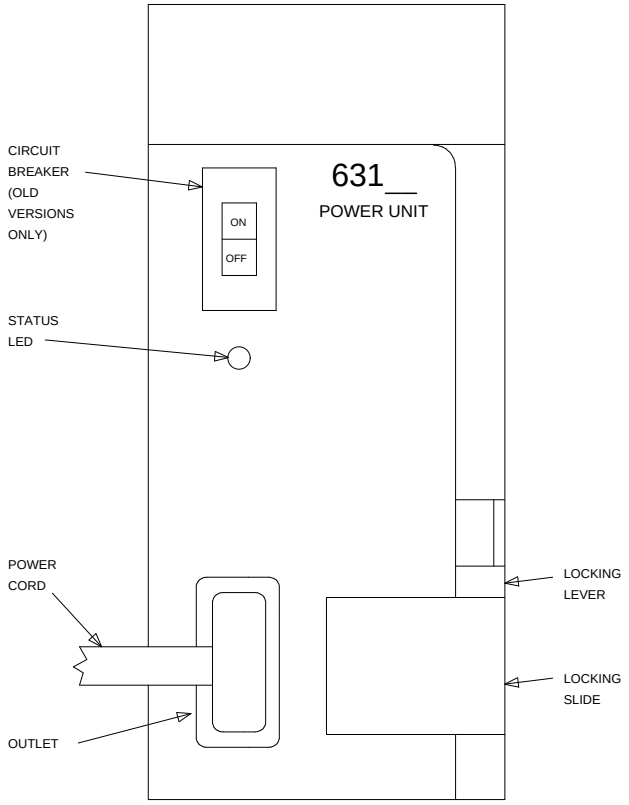

Figure 2-24. 631-Type Power Unit
17. Connect the power cords to the power units. The power cords are the white cables equipped with plugs that are run through the slots in the front of each carrier (see Figure 2-24).